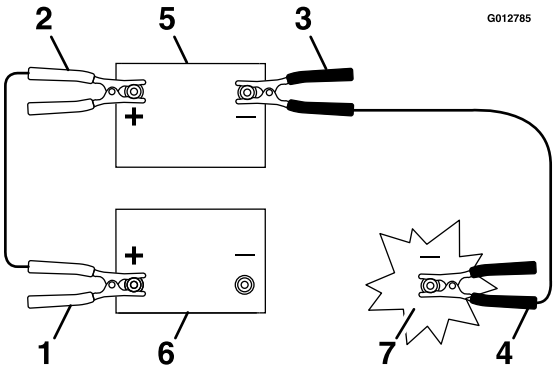

Figuur 47
3. Koppel de pluskabel (+) aan op de pluspool (+) van de ontladen accu die verbonden is met de starter of de solenoïde; zie Figuur 47.